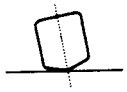

Fig. 2-22 Head regulation elements
1. Refer to Fig. 2-22.
1. Fig.2-22参照